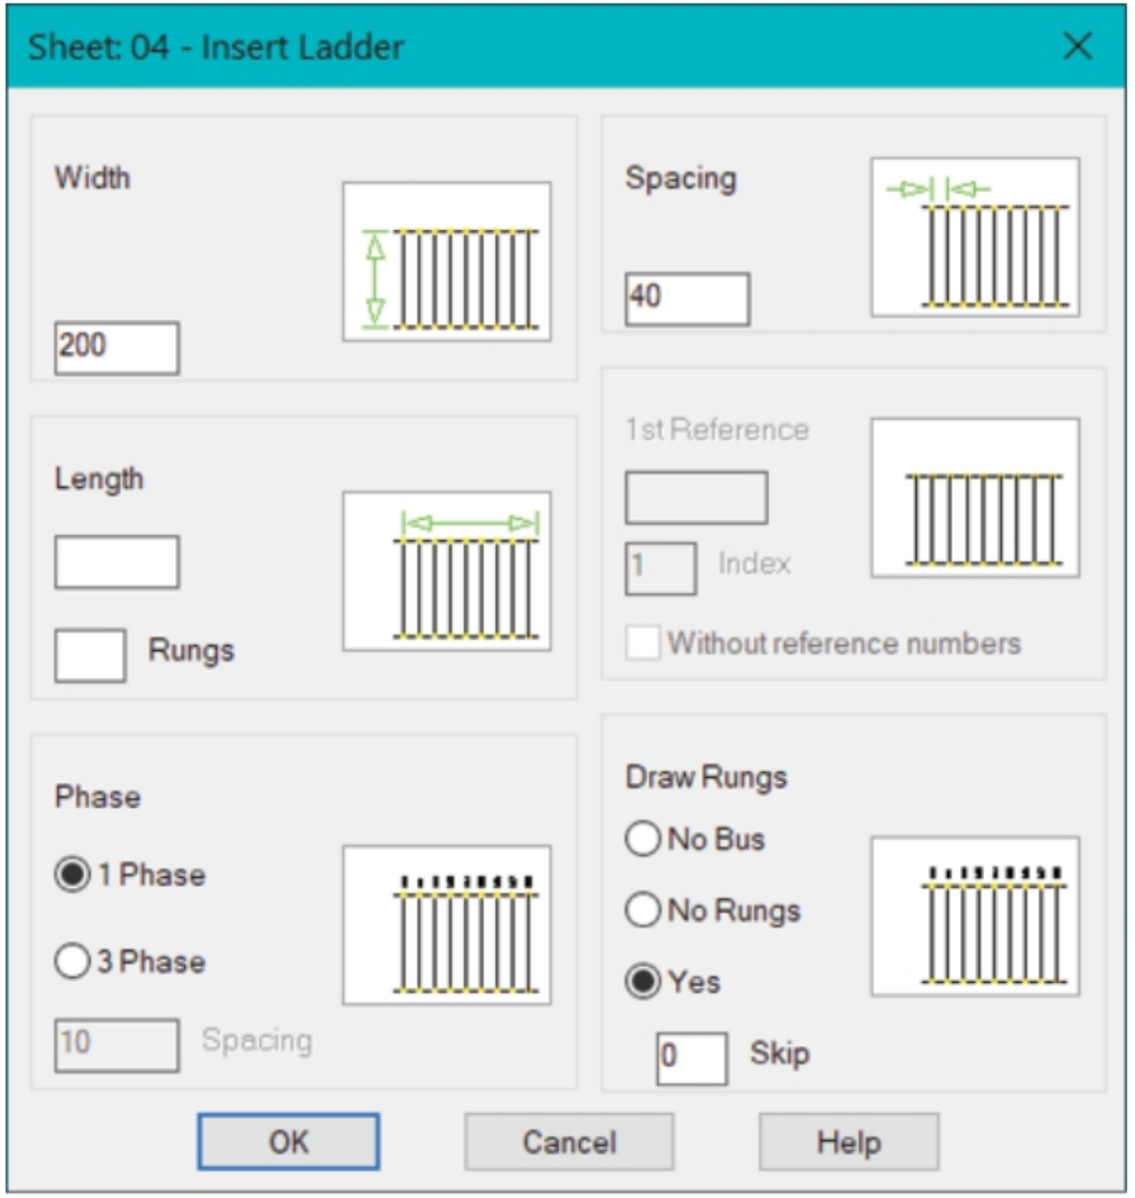

Figure-28. Insert Ladder dialog box
- Click on the **Insert Ladder** tool from the **Insert Ladders** drop-down in the **Insert Wires/Wire Numbers** panel. The **Insert Ladder** dialog box will be displayed; refer to Figure-28.